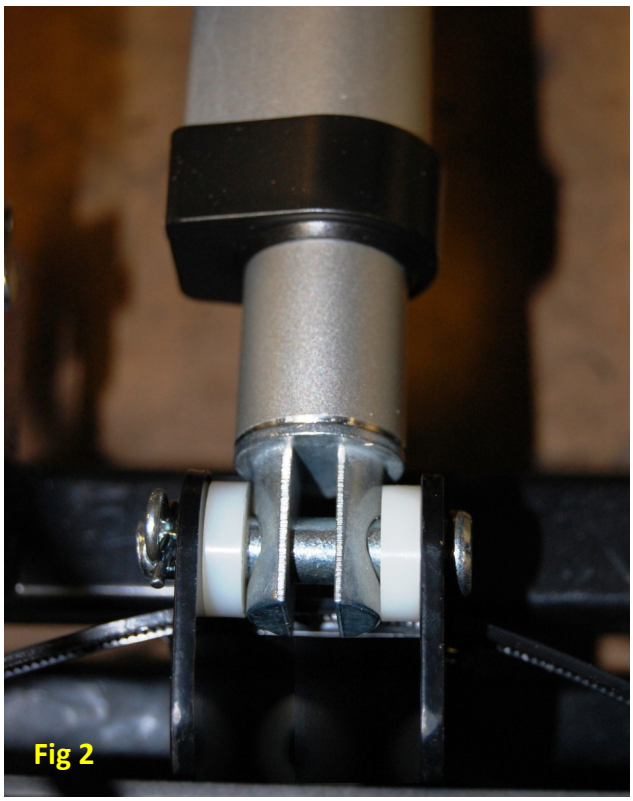

Fig 2
Step 2 - Align the cradle motor fork head to frame bracket. Insert clevis pin (BB5512) 3/8" x 1 5/8" through the frame, two nylon washers (BB5540) 394 x 750 x 125, motor tip and attach the bow shaft 72 1/4 hitch pin (BB5514). Fig 2